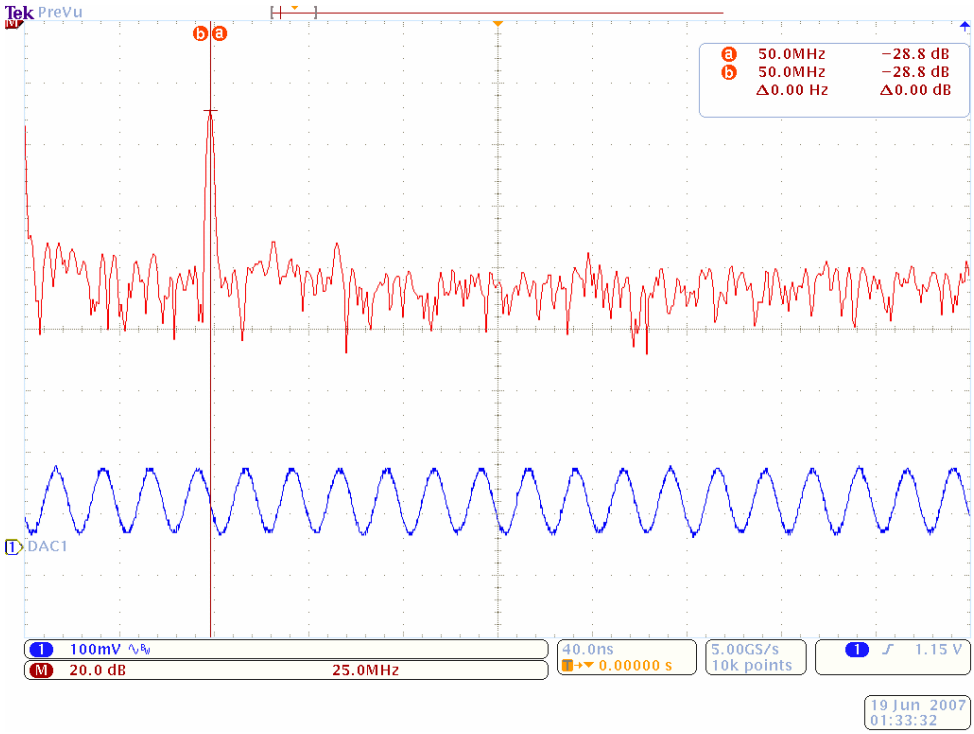
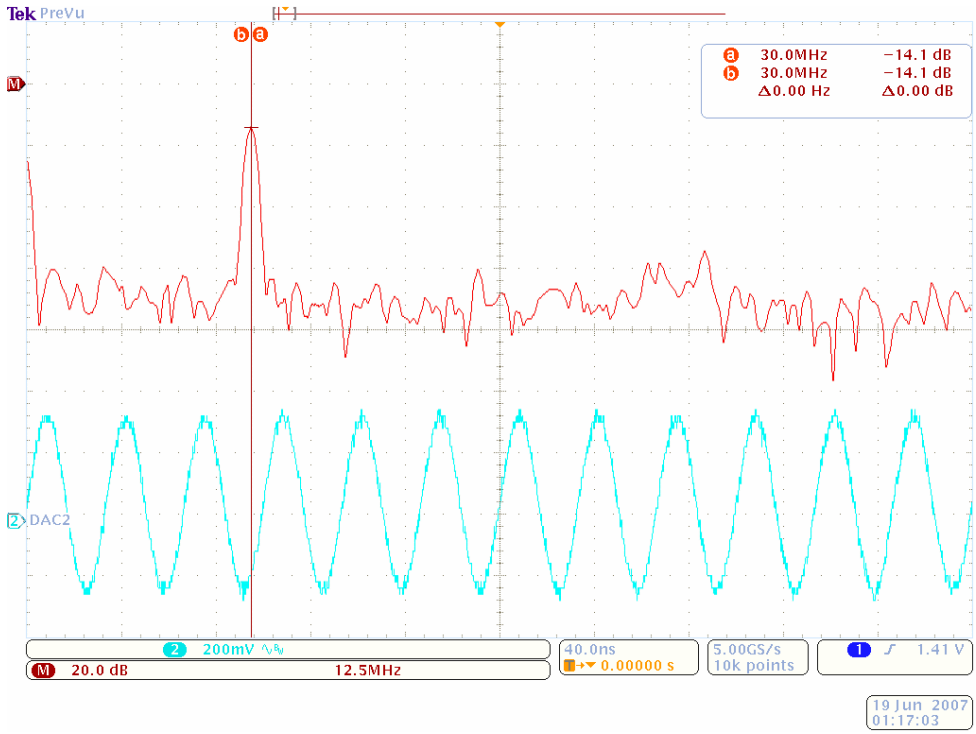

*Figure 31:* **Output on DAC_1 with DIME CLK_B = 100 MHz**
*Figure 32:* **Output on DAC_1 with DIME CLK_A = 60 MHz**
**Output on the DACs:** Figure 31 shows the result on DAC1 where `CLK_B` was set to 100 MHz and Figure 32 shows the result on DAC2 where `CLK_A` was set to 60 MHz. In both cases, the LEDs flash at the speed related to the oscillator clock; thus, the LEDs flash at the same speed as in example 2. More results for different frequencies of the DIME clocks can be found under the Results folder of this example in the reference design files.